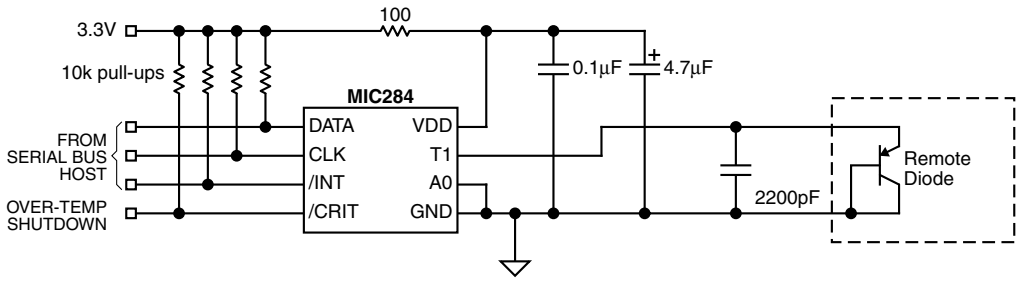

Figure 7. V_{DD} Decoupling for Very Noisy Supplies
7. When the MIC284 is being powered from particularly noisy power supplies, or from supplies which may have sudden high-amplitude spikes appearing on them, it can be helpful to add additional power supply filtering. This should be implemented as a 100Ω resistor in series with the part's VDD pin, and a 4.7µF, 6.3V electrolytic capacitor from VDD to GND. See Figure 7.